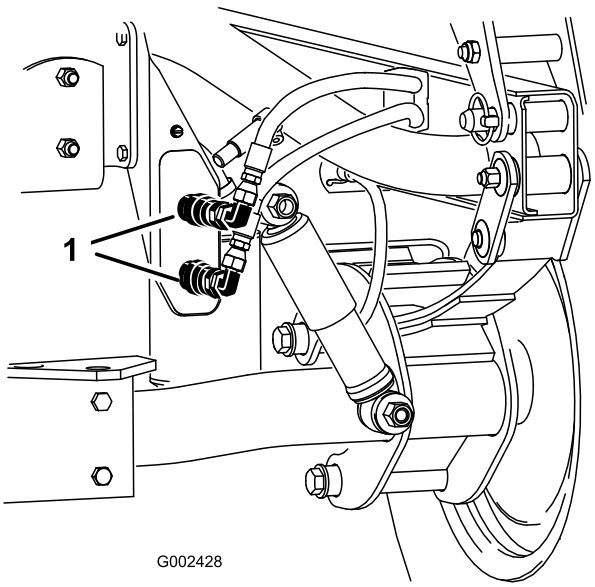

Figur 79
- På begge køretøjer: Kobl de to lynkoblingsslanger fra slangerne, der er fastgjort på koblingsholderen (Figur 79).